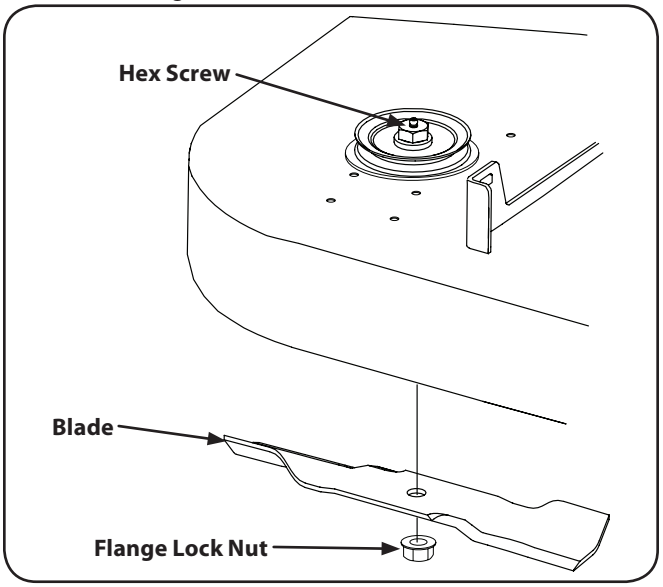

Figure 7-5
4. Use a 1-⅛" socket wrench on the pulley side of the spindle bolt. See Fig. 7-5.